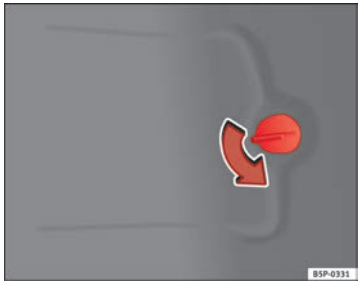

Fig. 185 Lights on vehicle body
– Open the cover of the luggage compartment side panel ⇒ Fig. 185.